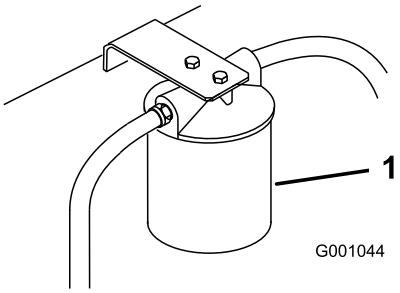

Figur 62
3. Stil et aftapningskar under filteret, fjern det gamle filter, og tør filteradapterpakningens overflade ren (Figur 62).